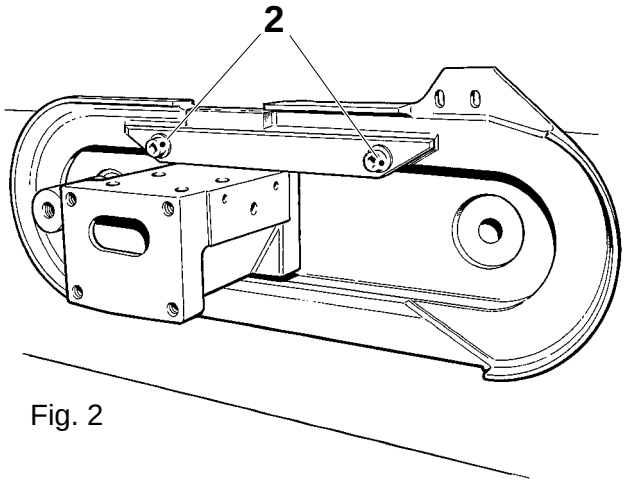
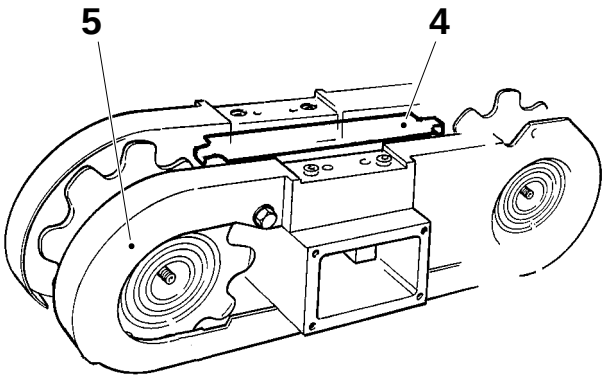

Fig. 2
Fig. 11
c) Fit the guide plate on the inner guide by means of the screws (2) with a maximum length of 12 mm, see fig. 2.
g) Remove the screws holding the guide plate, see fig. 2. Keep the guide plate in position. Fit the pressure plate (4), the other guide plate, and the outer guide (5), see fig. 11.